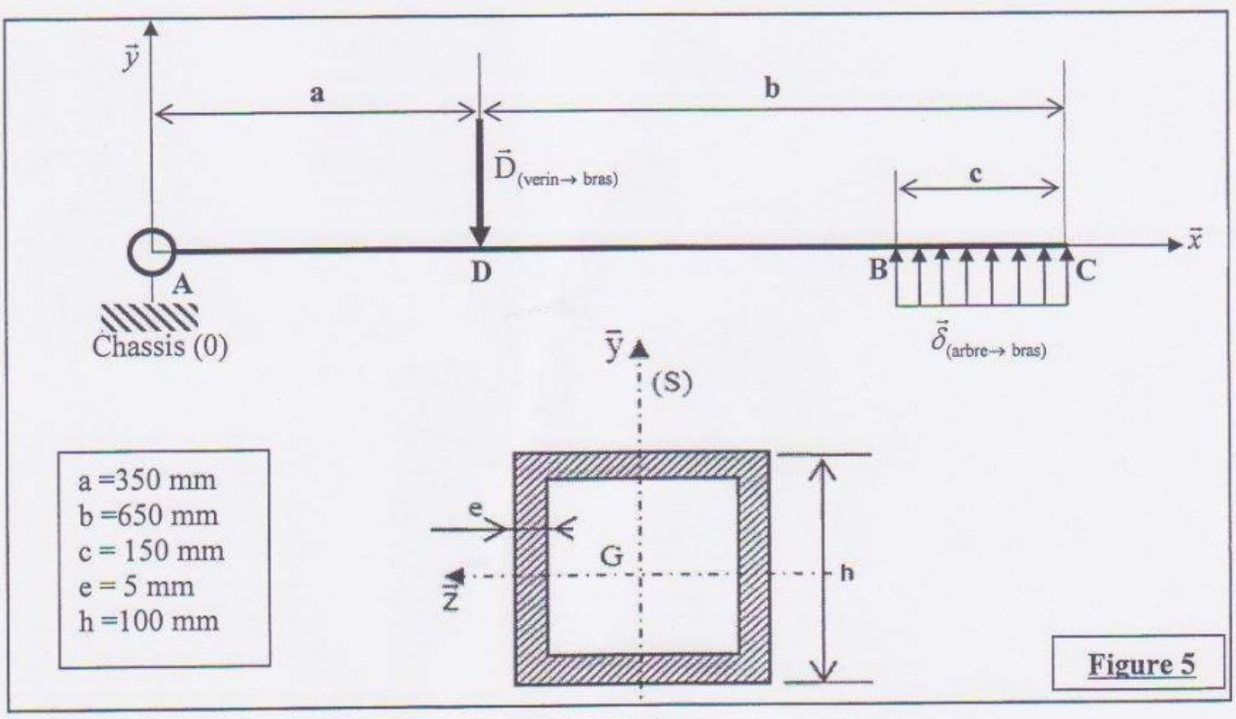

Figure 5
Dans une étude d'avant projet on modélise le bras gauche de la pince par une poutre homogène, représentée par sa ligne moyenne (AC) (voir **Figure 5**):